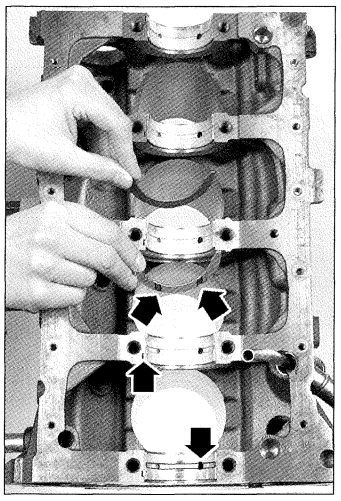

FIG. 44
• Montar los cojinetes ranurados y taladrados en el bloque motor y en la tapa de apoyo n°1. La pestaña y el taladro de lubricación deben estar posicionados con el hueco y el taladro realizados en cada superficie de apoyo **(fig. 44).**